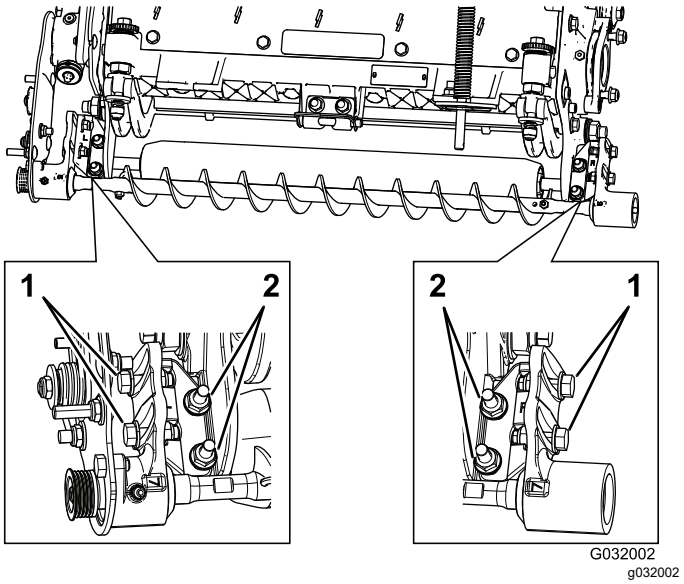

Figura 13
A. Allentate i 2 dadi di bloccaggio flangiati che fissano la staffa di montaggio della spazzola per rullo alla piastra laterale dell'apparato di taglio (Figura 13).
B. Girate l'alloggiamento del cuscinetto della spazzola per rullo fin quando la piastra della spazzola non risulta parallela alla piastra laterale dell'apparato di taglio (Figura 13).
C. Serrate i 2 dadi di bloccaggio flangiati che fissano la staffa di montaggio della spazzola per rullo alla piastra laterale dell'apparato di taglio (Figura 13).
1. Allentate i 2 bulloni che fissano ciascun alloggiamento del cuscinetto della spazzola per rullo alla staffa di montaggio della spazzola per rullo (Figura 13).